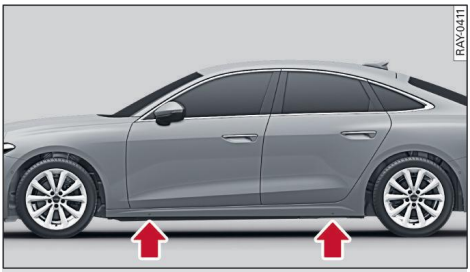

Fig. 162 Sills: markings
- Locate the marking on the door sill closest to the wheel being changed ⇨ *Fig. 162*. The jacking point is located behind the marking on the door sill.